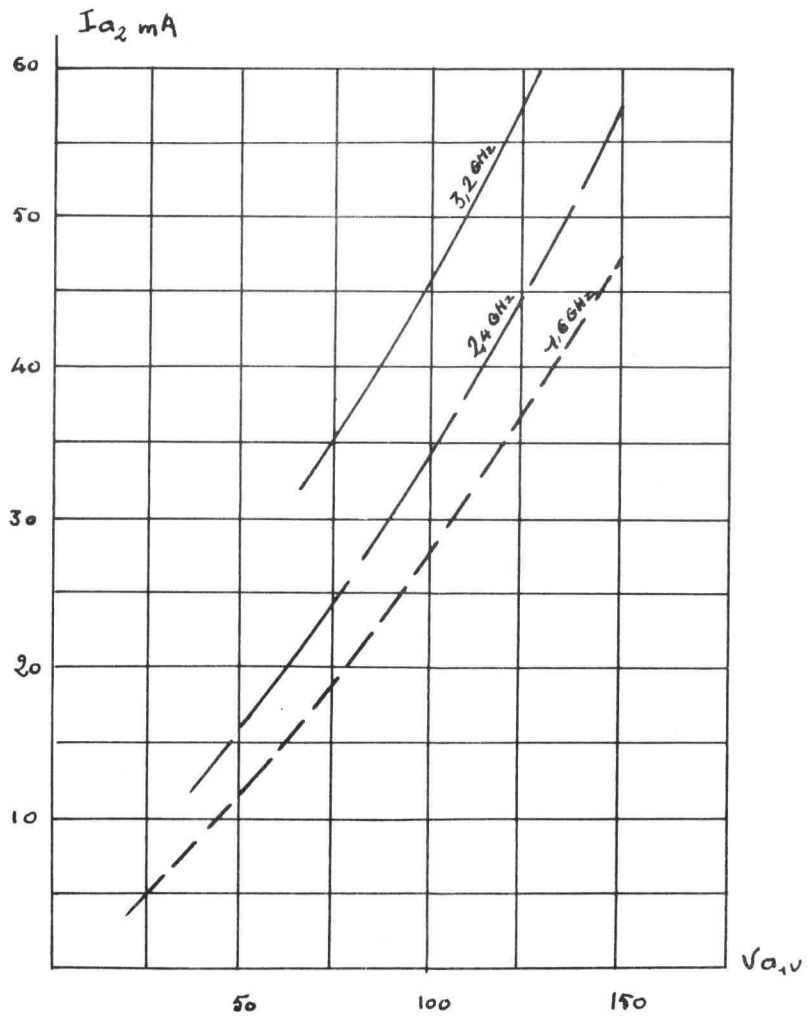

Fig. 9
- Les figures 9 et 9 bis donnent respectivement un exemple de variation de P_o et de Ia2 en fonction de la tension d'anode Va1.
Fig. 9 bis